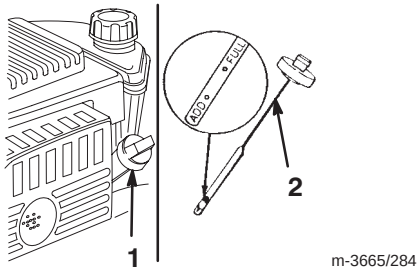

Figure 7
Before each use, ensure that the oil level is between the **Add** and the **Full** marks on the dipstick (Fig. 7).
2. Clean around the dipstick (Fig. 7).
6. Read the oil level on the dipstick (Fig. 7).